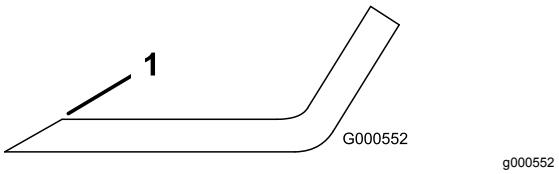

Figur 68
1. Slipa eggarna i båda ändarna av kniven med en fil (Figur 68).
Obs: Om kniven inte är balanserad kan du fila bort lite metall från knivens segeldel (Figur 68).